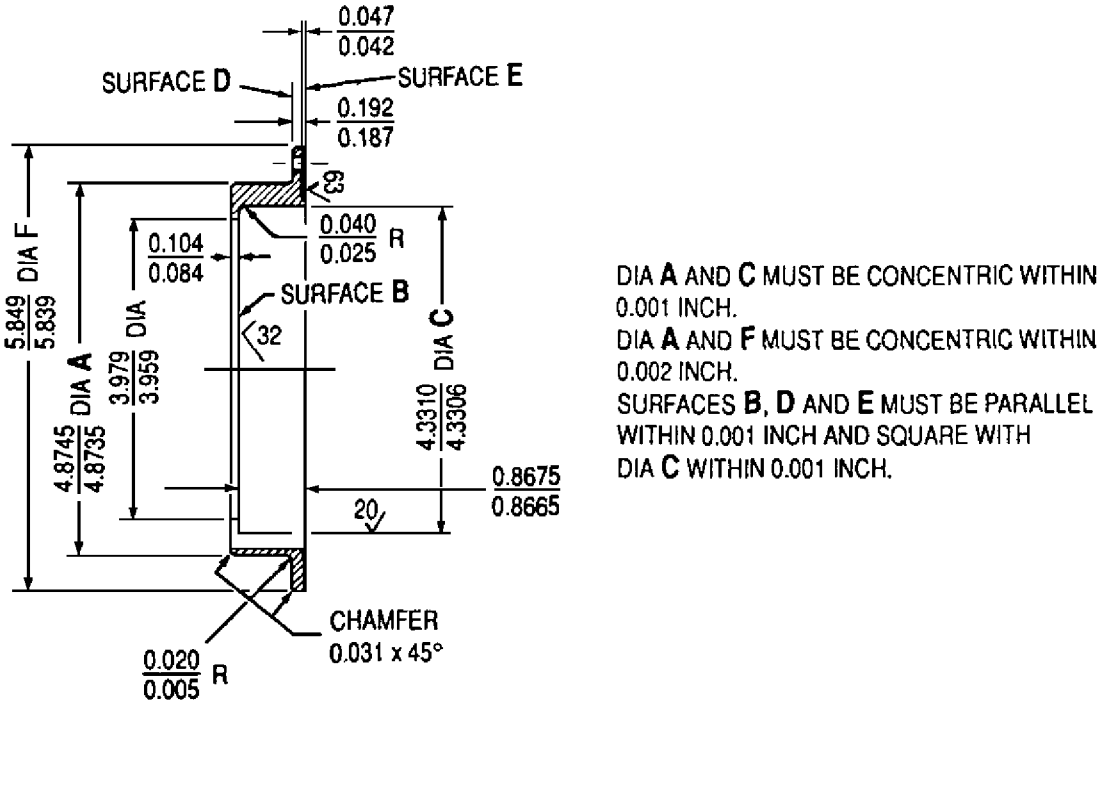

Figure 1. Turbine Rear Bearing Cage Repair
8. TURBINE REAR BEARING CAGE − DIAMETER A AND C REPAIR. (figure 1)
a. Using Diameter F as a reference point for alignment, grind Diameters A and C to limits shown in figure 1.
b. Electroless nickel or chrome plate Diameters A and C per WP 018 00. Plating thickness shall not exceed 0.005 in. after finish grind. Plating thickness less than 0.0005 in. will not require grinding if concentricity is within limits shown in figure 1.
c. Use Diameter F and Surface D as reference points to finish grind Diameters A and C to limits shown in figure 1.